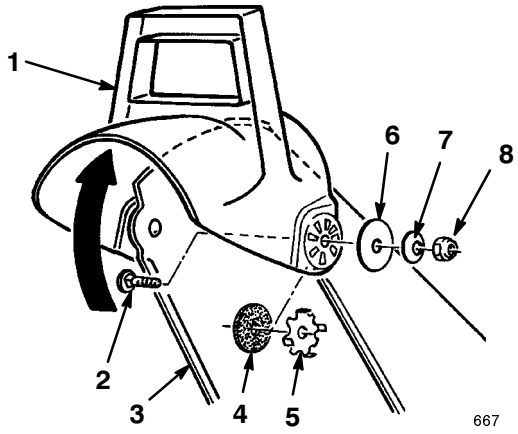

Figur 15
2. Fäst västersidan på riktaren på kanalen med delarna enligt figur 15.